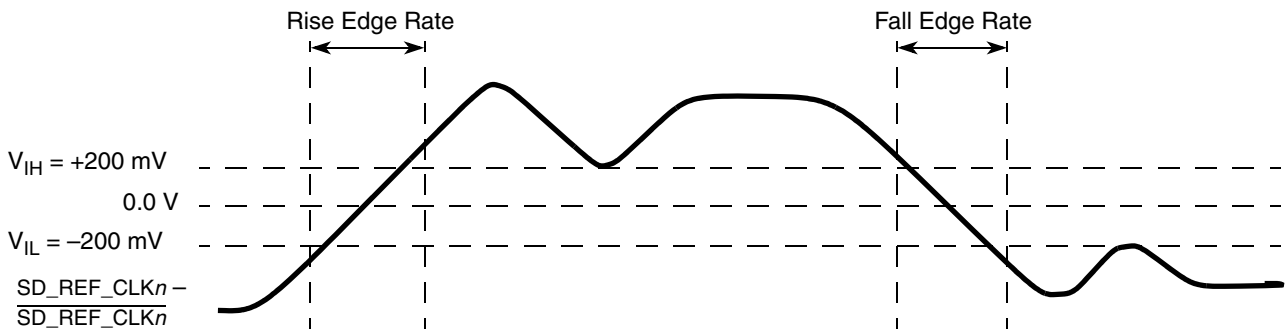

Figure 37. Differential Measurement Points for Rise and Fall Time
only one signal trace curve in a differential waveform. The voltage represented in the differential waveform is not referenced to ground. See Figure 37 as an example for differential waveform.
3. Measured from –200 mV to +200 mV on the differential waveform (derived from SD_REF_CLK*n* minus $\overline{\text{SD_REF_CLK}n}$). The signal must be monotonic through the measurement region for rise and fall time. The 400 mV measurement window is centered on the differential zero crossing. See Figure 37.